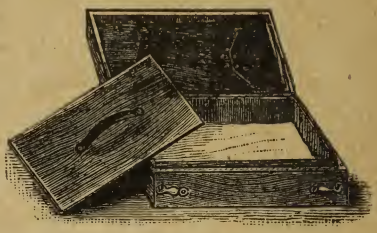

Fig. 84.
**Boîtes à papier sensible.** — Pour conserver le papier sensible à plat, tout découpé, on fabrique des boîtes spéciales fermant hermétiquement et dont le couvercle muni de deux ressorts fait pression sur une planchette qui appuie sur les feuillets (fig. 84).